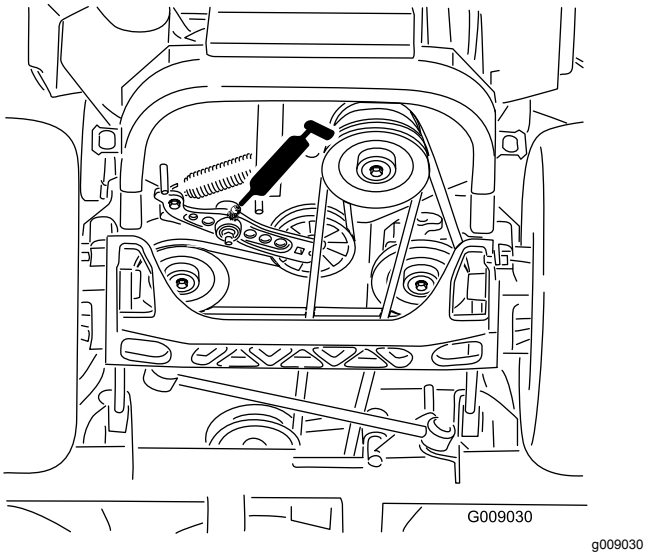

**Figuur 55**
6. Smeer de armen van de spanpoelie van de drijfriem (Figuur 55).